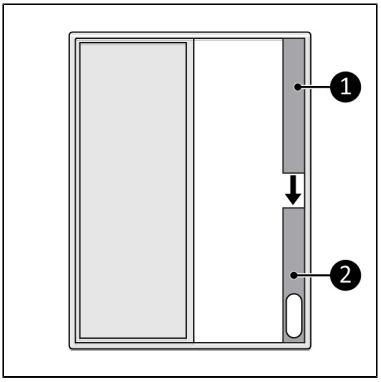

Figure 61.
3. Placez le kit de fenêtre accompagnant le produit dans l'ouverture de la fenêtre (Figure 61, pos. 2). Utilisez la partie supérieure (Figure 61, pos. 1) pour l'ajuster à la hauteur de la fenêtre.